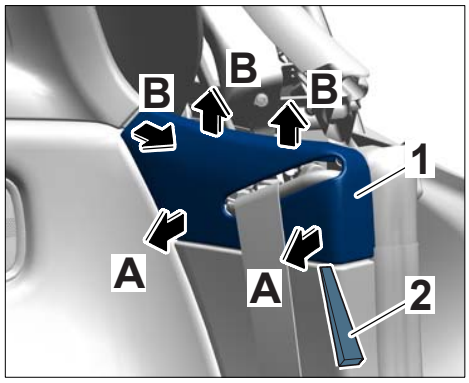

Figure 1
2.1 Loosen belt deflector cover ⇒ *Figure 1* **-1-** using a plastic wedge ⇒ *Figure 1* **-2-** (⇒ *Figure 1* **-arrows A-**).
2.2 Remove belt deflector cover ⇒ *Figure 1* **-1-** from the catches ⇒ *Figure 1* **-arrows B-** and leave it hanging on the three-point seat belt.